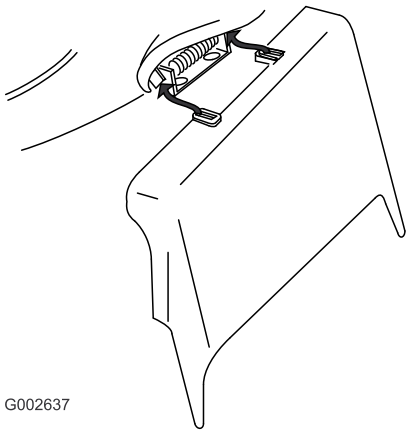

Figur 29
3. Monter sideudblæsningsrøret, og fæld pladen ned på røret (Figur 29).